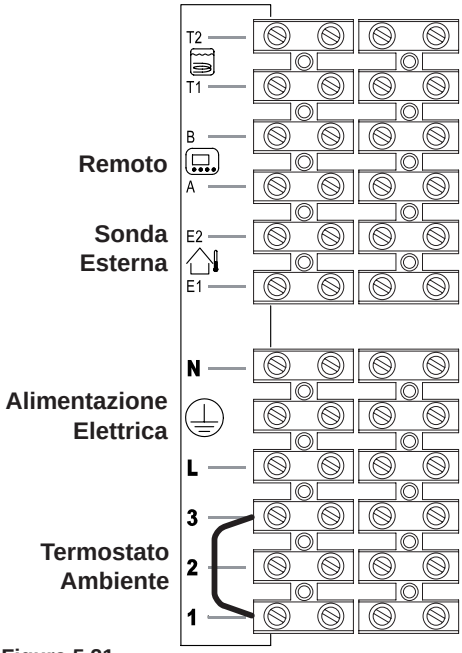
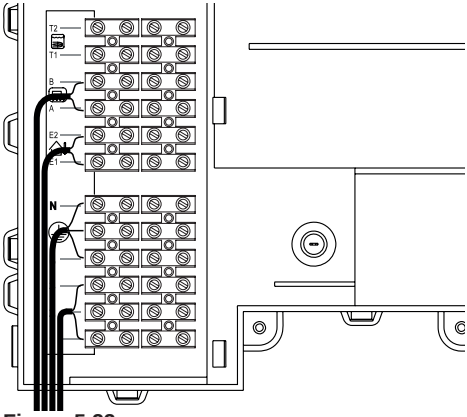

Figura 5.21
Figura 5.22
- Collegare il cavo di alimentazione elettrica proveniente dall'interruttore onnipolare alla morsettiera di alimentazione elettrica della caldaia Figura 5.21 rispettando la corrispondenza della linea (filo marrone) e del neutro (filo azzurro).
Il percorso del cavo o dei fili di alimentazione elettrica della caldaia devono seguire il percorso indicato in Figura 5.22.
Per il collegamento di un termostato ambiente servirsi dei morsetti indicati in Figura 5.21.
Per il collegamento di valvole di zona servirsi dei morsetti termostato ambiente indicati in Figura 5.21 e Figura 5.22. I conduttori elettrici dei contatti del micro della valvola di zona vanno inseriti nei i morsetti “1 e 3” della morsettiera termostato ambiente come in Figura 5.22.
Il percorso del cavo o dei fili di alimentazione elettrica della caldaia e del termostato ambiente devono seguire il percorso indicato in Figura 5.22.
Il percorso dei fili di collegamento della sonda esterna devono seguire il percorso indicato in Figura 5.22.
Il percorso del cavo del comando remoto deve seguire il percorso indicato in Figura 5.22.